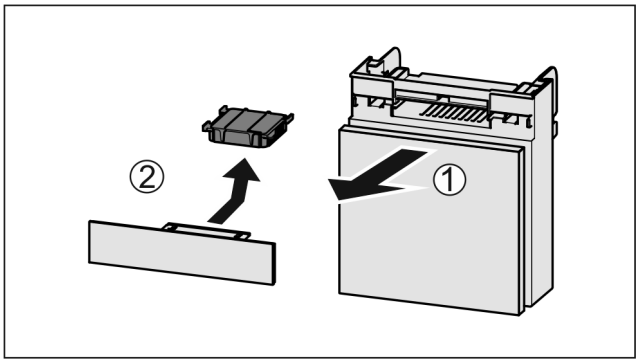

Fig. 77
▶ Extrageți *Fig. 77 (1)* compartimentul către înainte.
▶ Scoateți *Fig. 77 (2)* filtrul de cărbune activ.